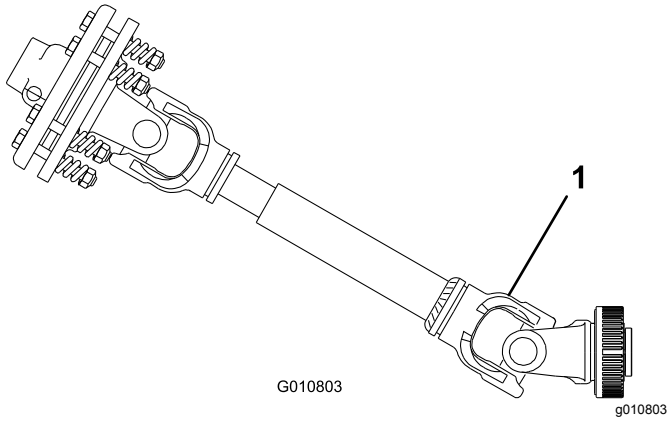

**Figur 10**
***Viktigt:*** **Höj inte luftaren högre än nödvändigt när du ansluter kraftuttaget. Om maskinen höjs upp för mycket kan kraftuttagets axelleder gå av (Figur 10). Stäng av kraftuttaget när du höjer luftaren. Du kan använda kraftuttaget med en vinkel på upp till 25°. Dess vinkel får aldrig överstiga 35° när luftaren är maximalt upphöjd eftersom axeln då kan skadas allvarligt.**